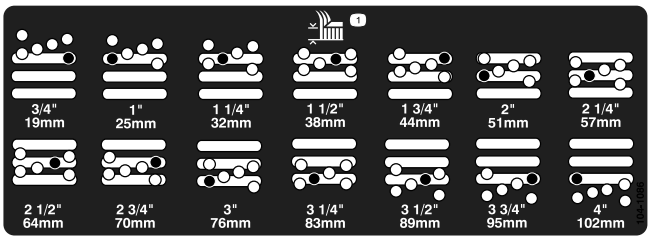

Figur 20
5. Flyt kammeret til den ønskede klippehøjde, monter afstandsklodsen i det relevante klippehøjdehul og den relevante sprække (Figur 20).